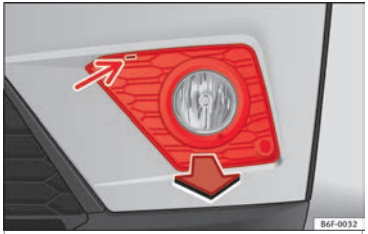

Fig. 114 Fog light: extracting the grille
1. Lever the groove with a screwdriver ››› **Fig. 114** (arrow). Next, unclip the clips located on the edge of the grille, pulling on it.